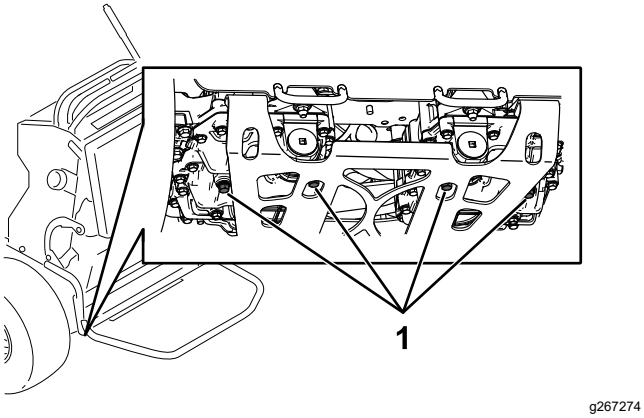

Figura 77
3. Localice los tapones de vaciado en la parte inferior de la transmisión, y coloque un recipiente de vaciado debajo del tapón (Figura 77).